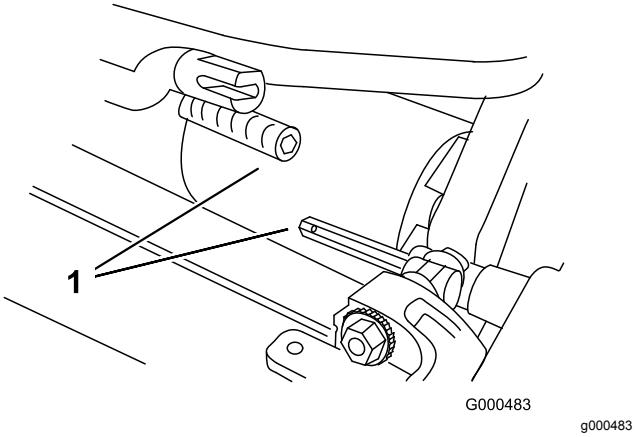

**Rysunek 7**
3. Pchnij zespół tnący pod spód jednostki jezdnej i w lewo, aby załączyć sprzęgło przekładni (Rysunek 7).